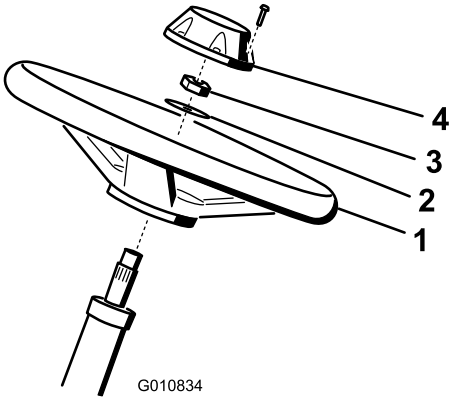

Figur 4
1. Sæt rattet på ratstammen (Figur 4).
2. Sæt spændeskiven på ratstammen (Figur 4).
3. Fastgør rattet til akslen med en kontramøtrik og spænd den til 27-35 Nm (Figur 4).
4. Sæt hætten på rattet og fastgør den med en skrue (Figur 4).